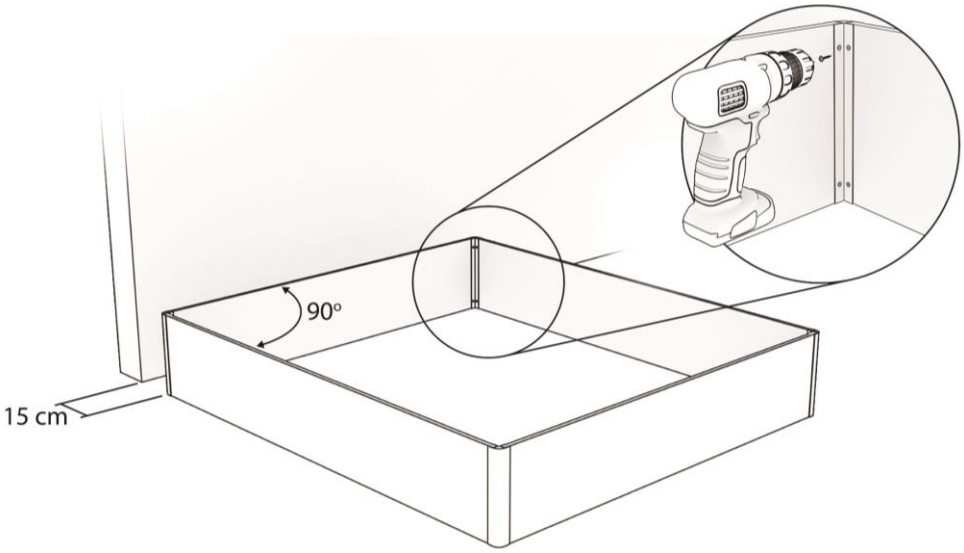

Abbildung 2: Leisten festschrauben und richtig positionieren
Schritt 2. Schrauben Sie jede Ecke mit 4 der mitgelieferten Schrauben fest, wie in Abbildung 2 dargestellt.